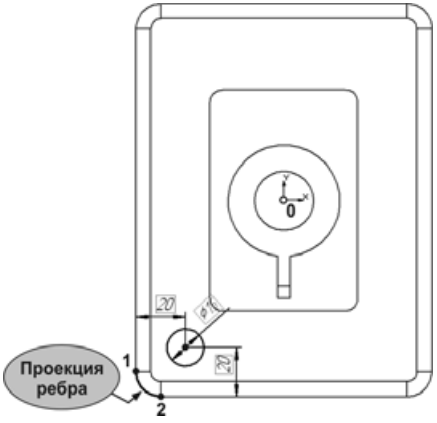

Рис. 5.54
- Проставьте горизонтальный линейный размер, указав с помощью привязки **Ближайшая точка** его базовые точки: центр окружности и точку 1 на дуге. Присвойте размеру значение 20 (рис. 5.54).